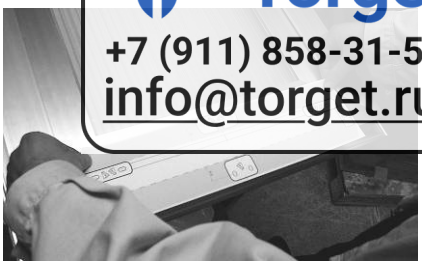

Figure 4
C. Apply the template onto the window frame (fixed part), taking care to ensure that the axis of the template coincides with centrepoint X traced earlier (Fig.4). ***Attention**: for non coplanar window frames, cut the grey part of the template along the red line and apply onto the mobile part of the window frame, taking care to keep it in the same reference position for the **X** axis.*